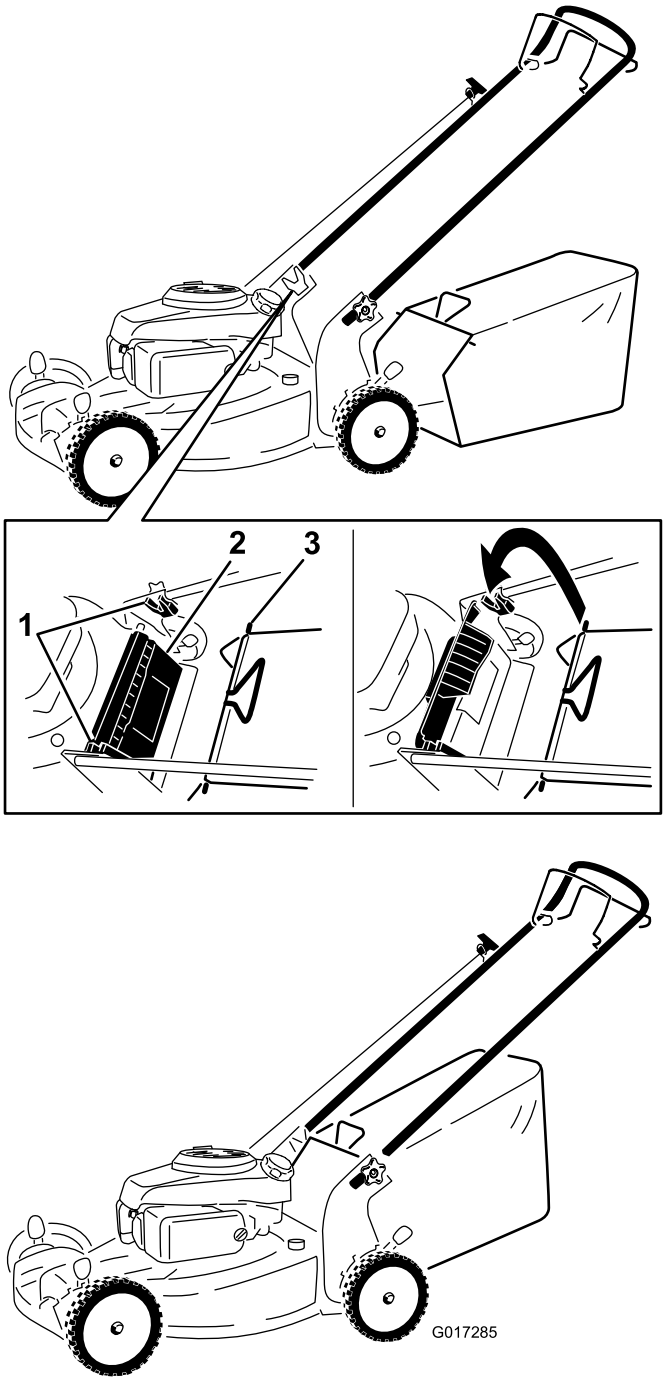

Figura 13
1. Levante y sujete el deflector trasero (Figura 13).
2. Instale la bolsa de recogida, asegurándose de que los pasadores de la bolsa descansan en las muescas del manillar (Figura 13).